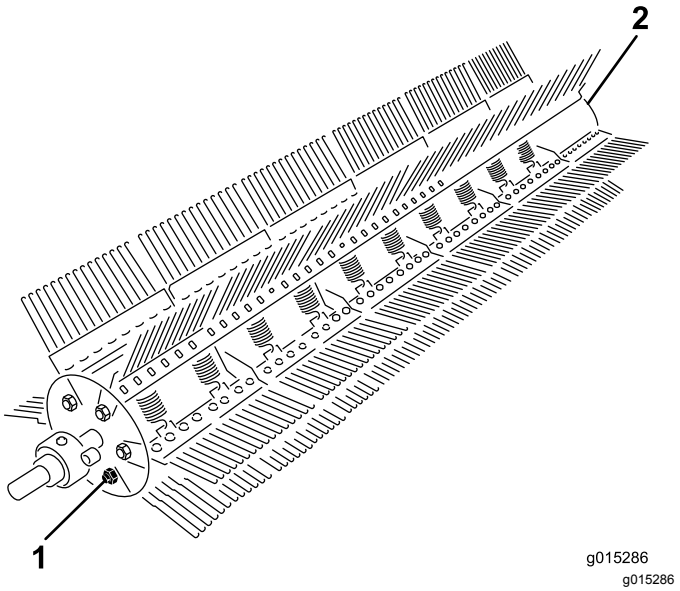

Figur 27
2. Fjern bolten og låsemøtrikken fra den ene ende af rivens stang (Figur 27).